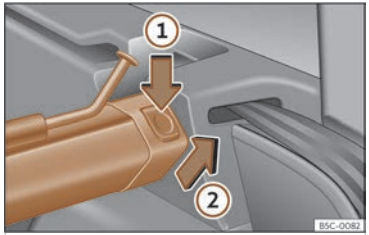

Fig. 196 In the luggage compartment: removing the partition net.
- Press the left or right release catch ››› **Fig. 196** in the direction of the arrow ①.
- Remove the casing from the support in the direction of the arrow ››› **Fig. 196** ②.
- Press the casing into the left and right supports in the opposite direction to the arrow ››› **Fig. 196** ② until it engages. The red markings on the release buttons should no longer be visible.